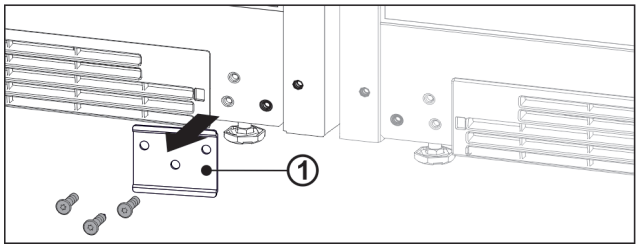

Fig. 14
- ▶ If the metal plate *Fig. 14 (1)* is installed, unscrew the metal plate.